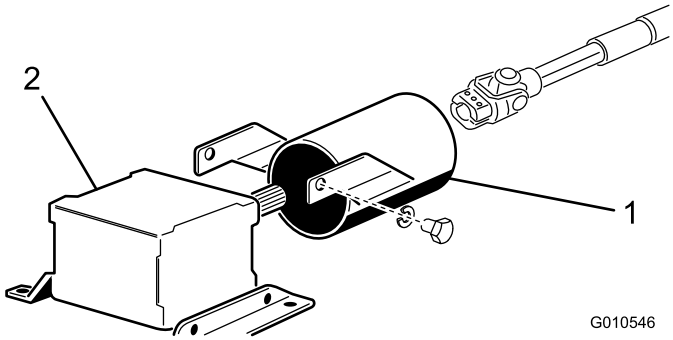

Figur 7
1. Fjern de 2 maskinskruer og låseskiver, der fastholder kraftudtagsafskærmningens monteringsbeslag på gearkassen (Figur 7).
2. Skub kraftudtagsakslens afskærmning på kraftudtagsakslen - placer afskærmningen som vist i Figur 7.